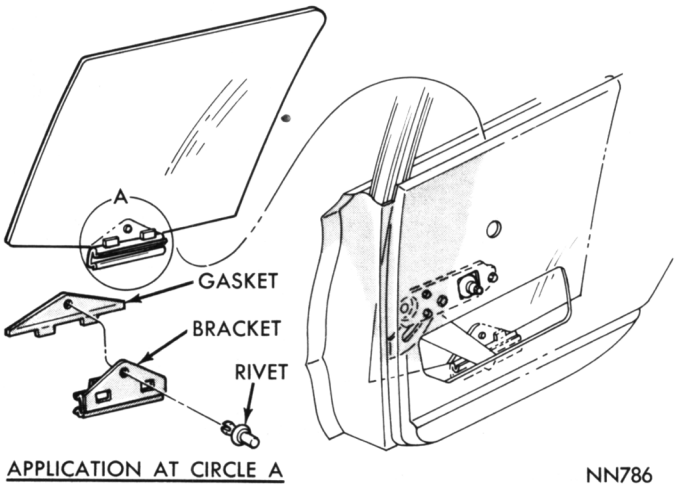

Fig. 31—Rear Door Glass Replacement
(1) Loosen the division channel lower screw (Fig. 31) and move glass out of run channel.
(2) Move the glass to the rear and remove the regulator arm from the lift bracket.
(3) Remove the glass from the door.
(4) Push plug out of lift bracket rivet (Fig. 31).
(5) Pinch expandable ends of rivet together and push rivet out of glass.